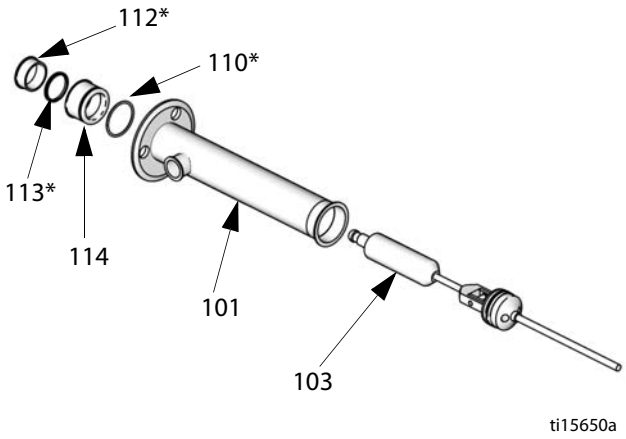

Рис. 3. Снятие поршневого штока
4. См. Рис. 3. Опустите поршневой шток (103) как можно ниже, чтобы извлечь его из нижней части цилиндра (101).
5. Снимите подшипник (112), уплотнение (113), корпус (114) для уплотнения и уплотнительное кольцо (110).